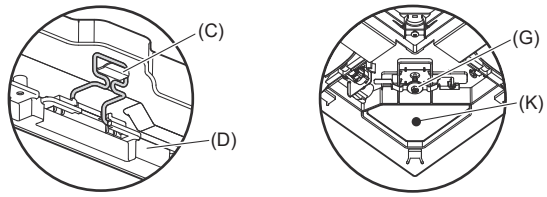

Abb. 9-7
- **Nach dem Festziehen der Schraube prüfen, dass die beiden Gitterhaken (Abb. 9-7) in den Haken am Hauptgerät eingerastet sind.**